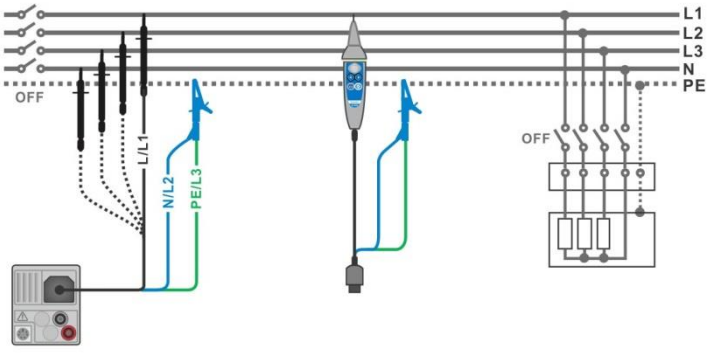
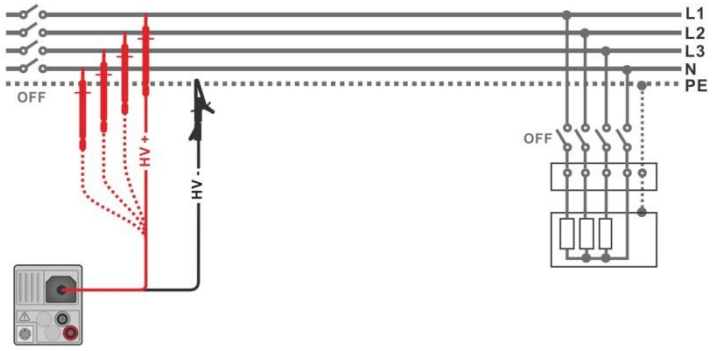

Figure 7.12: Connection of 3-wire test lead and Tip commander ($U_N \leq 1$ kV)
Figure 7.13: Connection of 2.5 kV test lead (U_N = 2.5 kV)
- Connect test leads to object under test (see ***Figure 7.12*** and ***Figure 7.13***).